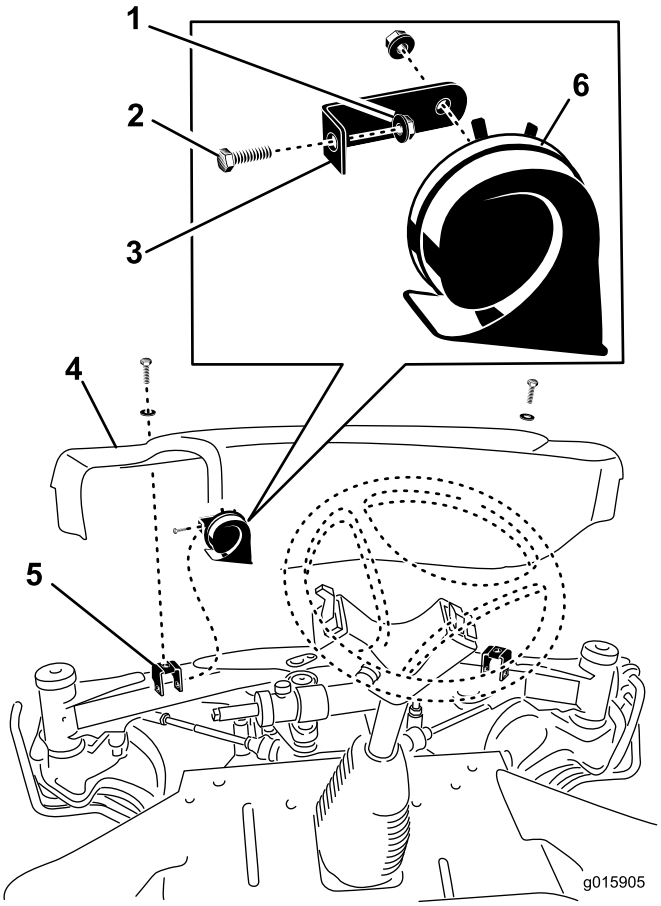

Figure 7
1. Retirez les (2) vis et rondelles qui fixent le couvercle avant aux supports d'essieu avant (Figure 7). Déposez le couvercle avant.
2. Montez le support d'avertisseur sonore sur le support de couvercle gauche avec la vis 5/16 x 3/4" et l'écrou à embase 5/16" (Figure 7).
4. Après avoir connecté le faisceau de câblage à l'avertisseur sonore, fixez le couvercle avant à l'essieu avant avec les (2) vis retirées précédemment.